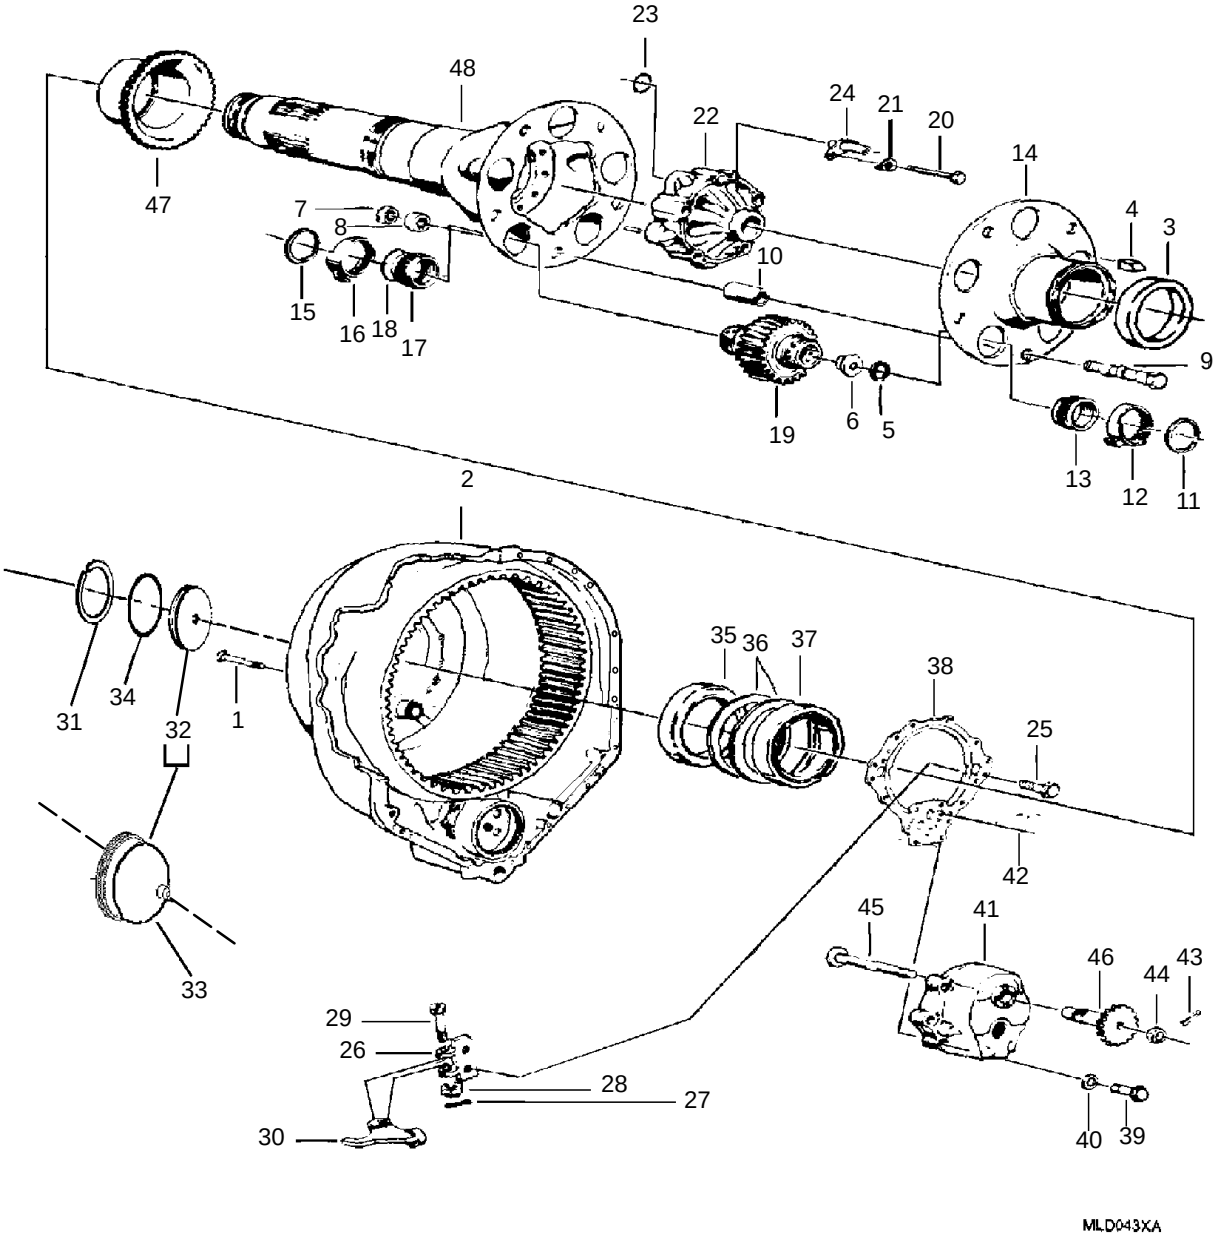

Figure 1. Propeller Shaft and Planetary Gears − Removal and Disassembly (Sheet 1 of 2)
b. Check each planet gear and bearing assembly (19, figure 1) for the O−mark at the high point of pitch diameter runout. If any index mark is not visible, insert 6796014 index plate (figure 2) into the center of the planet gear and bearing assemblies with the available runout O−marks aligned. This will enable marking the high point of any gear on which such marks are not visible or legible.
c. Remove special screw assemblies (1, figure 1) (flathead screws) holding nose bearing plate (38) to front housing assembly (2).
d. Attach 6796010 propeller shaft and planet gear lift (figure 3) to threads of planet rear carrier (14, figure 1).